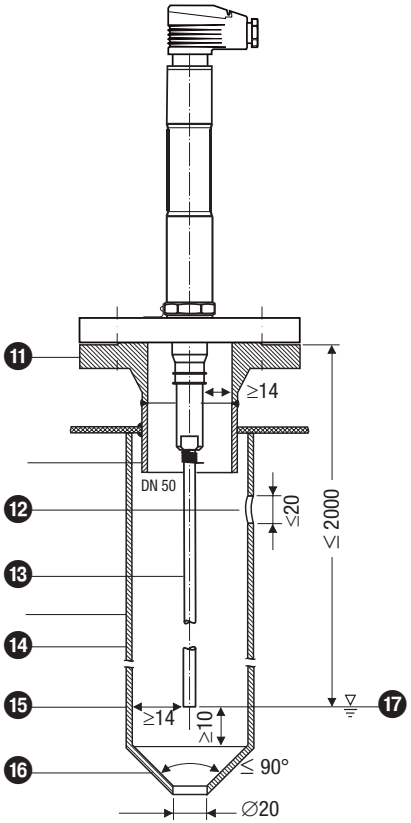
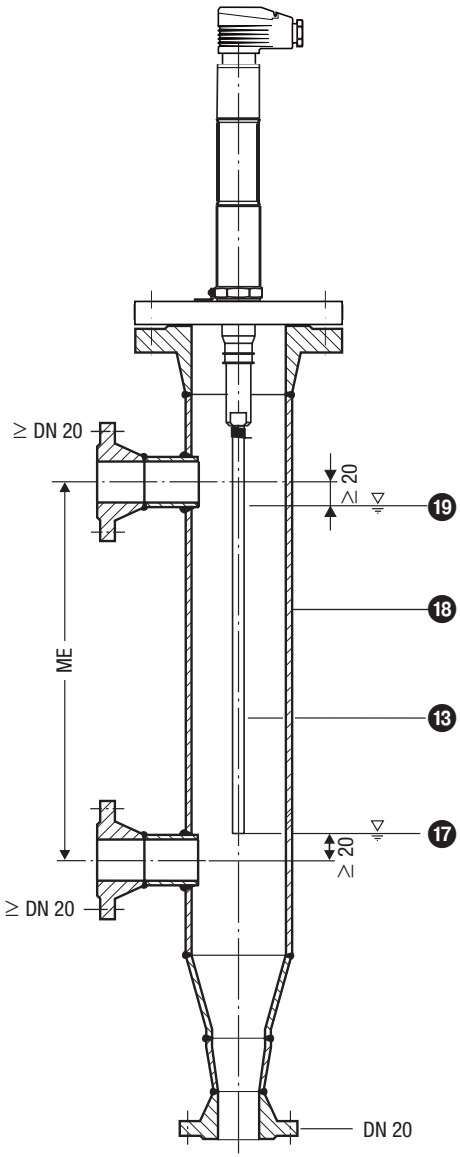

Рис. 5 Защитная труба (устанавливается заказчиком) при использовании в качестве внутреннего ограничителя уровня воды
Рис. 6 Мерный сосуд при использовании в качестве наружного ограничителя уровня воды
- Расстояние между измерительным электродом / удлинителем электрода и пенозащитной трубой / мерным сосудом должно быть не менее 14 мм! **Рис. 5, рис. 6**